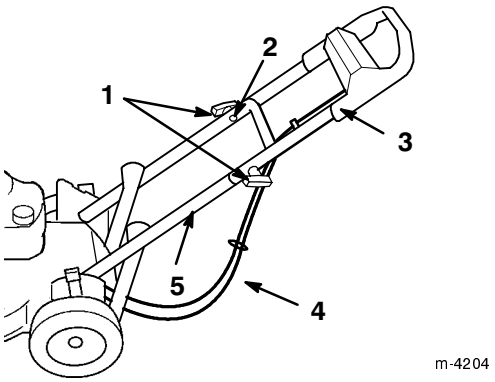

Figur 3
5. Sørg for, at kablerne føres under og bag om den nederste del af håndtaget som vist i Figur 3.